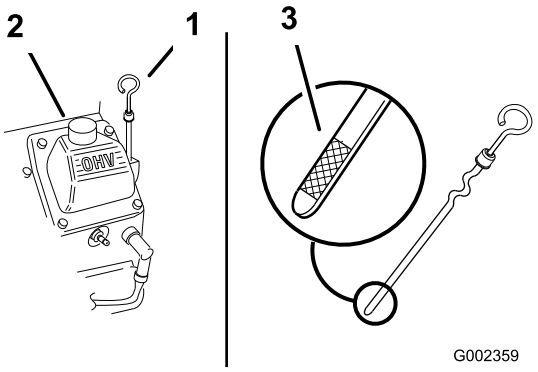

Figuur 19
3. Maak de omgeving van de peilstok (Figuur 19) schoon, zodat er geen vuil in de vulopening kan komen, wat in motorschade kan resulteren.
4. Verwijder de peilstok en veeg het uiteinde schoon (Figuur 19).
5. Peilstok helemaal in de vulbuis schuiven, niet vastdraaien in de buis (Figuur 19).
6. Giet ca. 80 % van de gespecificeerde hoeveelheid olie langzaam in de vulbuis (Figuur 19).